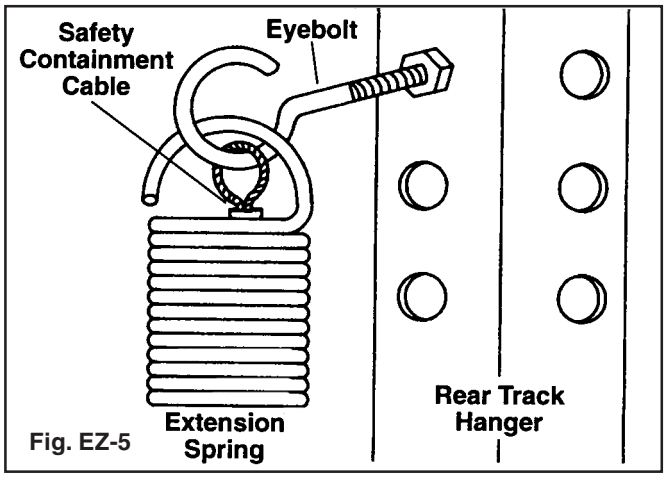

Fig. EZ-5
**Step 5:** Hook one end of an extension spring over the 5/16" eye bolt and allow to hang down temporarily. Attach a sheave fork assembly on the free end of the spring. Locate safety containment cable and run looped end through the extension spring and over the eye bolt. Feed free end of safety containment cable through the black bushing installed on the flange of the sheave fork and into key slot on the housing bracket. Pull the safety containment cable taut and clamp in place with a #14 x 5/8" sheet metal screw. Make sure sheet metal screw is tightened so that safety containment cable cannot slip through hole. (FIG. EZ-5 & 6).